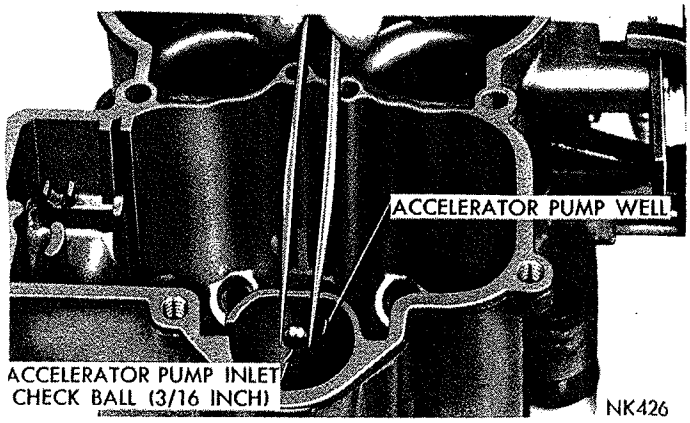

***Fig. 12—Installing Accelerator Pump Inlet Check Ball***
(4) Install accelerator pump inlet check ball (3/16 inch) in pump well, as shown in (Fig. 12).